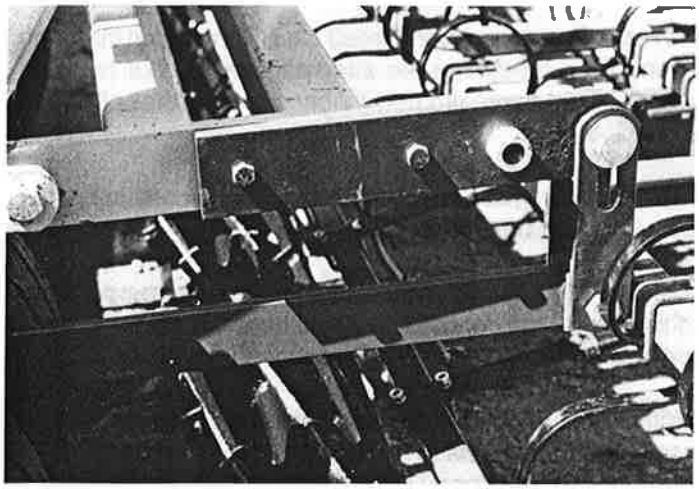

FIGURE 4-11
4. Bolt the lift bar extended arm to the lift bar of the caddy using 3/4" x 1 1/2" H.H.C.S. bolt and lockwashers and nuts. Attach the float plates to the lift arms and scratcher mounting as shown in Figure 4-11.
5. Bolt the lift bar extended arm to the lift bar of the caddy using 3/4" x 1 1/2"" H.H.C.S. bolt and lockwashers and nuts. Attach the float plates to the lift arms and scratcher mounting as shown in Figure 4-11.